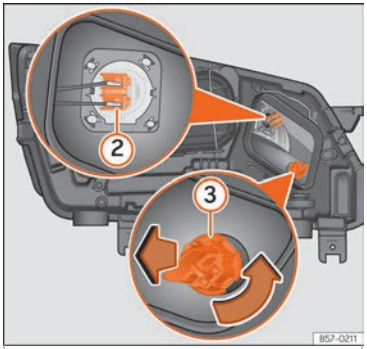

Fig. 56 In the engine compartment: main beam headlight bulb (2) and turn signal bulb (3).
- Slide connector ››› Fig. 56 (2) to the left or right and pull.
- Turn the bulb holder ››› Fig. 56 (3) anti-clockwise and pull.